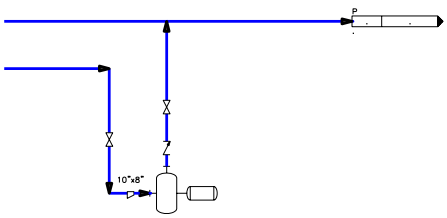

Figure 2-85 *Off page connector placed at the endpoint of the pump outlet line*
2. Place the off page connector at the endpoint of the line connecting the pumps, as shown in Figure 2-85.